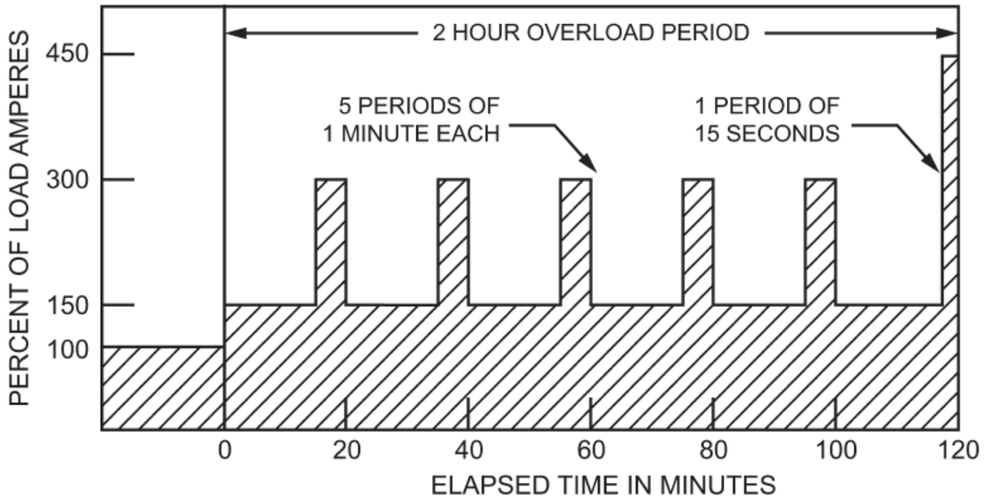

Figure 5—Extra heavy traction service
The standard rating of a rectifier unit for extra heavy traction service is as follows (refer to Figure 5, which can also be found in the former NEMA Pub. No. RI 9):
a) 100% rated load amperes continuously until constant temperatures have been reached by all parts of the rectifier unit, followed by 150% of rated load amperes for two hours and a superimposed cycle of overloads consisting of five periods of one min each at 300% of rated load amperes, followed by one period of 450% of rated load amperes for 15 s at the end of the two-hour period. These periods shall be evenly spaced throughout the two-hour period as indicated in Figure 5.